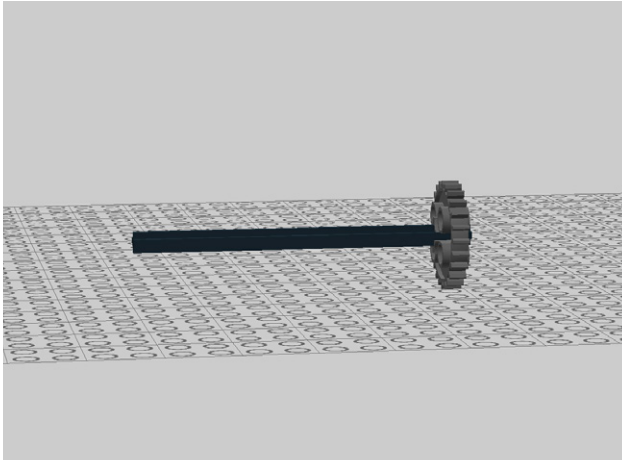

Figure 4-29. *Step 24: Connecting the 24-tooth gear to a cross axle*
24. Let's work on gears. Add a 24-tooth gear to the end of a 12M cross axle (see Figure 4-29).